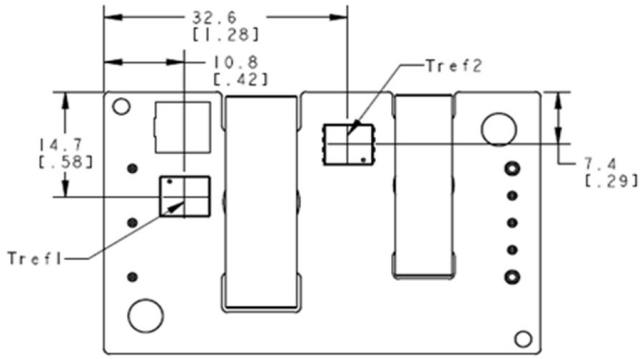

Figure 13. T_{ref} Temperature Measurement Location for open frame version.
To provide protection under certain fault conditions, the unit is equipped with a thermal shutdown circuit. The unit will shutdown if the thermal reference point Tref (Figure 13), exceeds 135°C (typical), but the thermal shutdown is not intended as a guarantee that the unit will survive temperatures beyond its rating. The module will automatically restart upon cool-down to a safe temperature.
The thermal reference points, T_{refl}, and T_{ref2} used in the specifications for open frame modules are shown in Figure 13. For reliable operation these temperatures should not exceed 124°C & 124°C respectively.